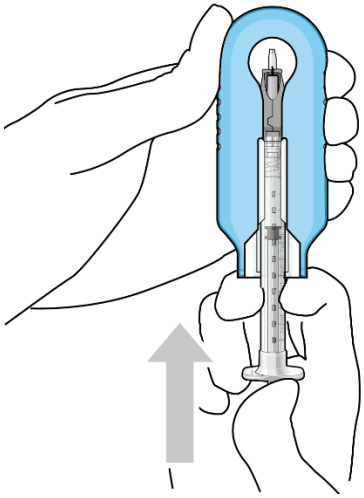

Figure 10: Administer ranibizumab into the implant
- Under the microscope, **slowly** administer SUSVIMO (ranibizumab injection) into the ocular implant by slightly tilting the carrier upwards (see Figure 10).